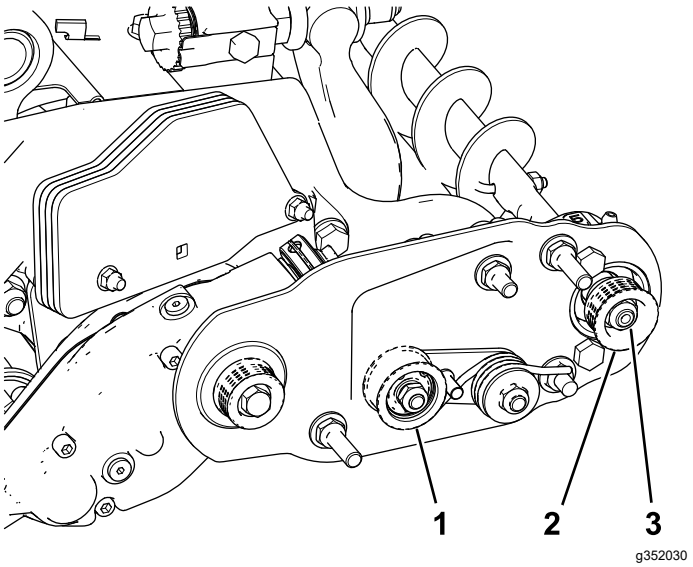

Bild 24
Hinweis: Die Antriebsriemenscheibe (an der Rollenbürstenwelle) kann nach innen und außen bewegt werden (Bild 24).
2. Drehen Sie die Spindel, die die Antriebsscheibe dreht, und drücken Sie gleichzeitig den Riemen von der Antriebsscheibe (Bild 24).
3. Entfernen Sie die Sicherungsmutter, mit der die Antriebsriemenscheibe an der Bürstenwelle befestigt ist (Bild 24 oder Bild 25).